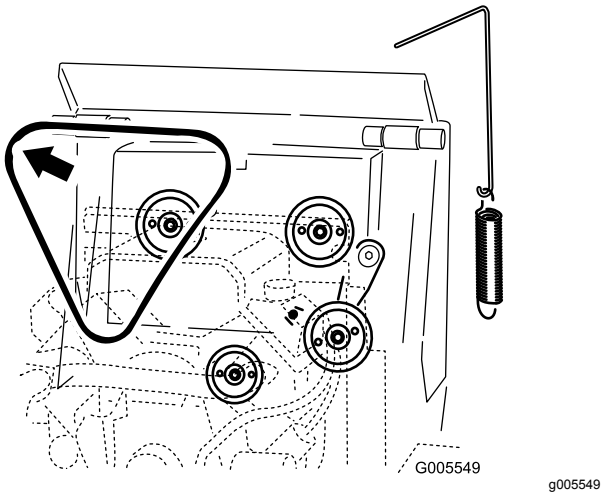

Figur 54
6. Ta bort remmen från de 3 remskivorna (Figur 54).